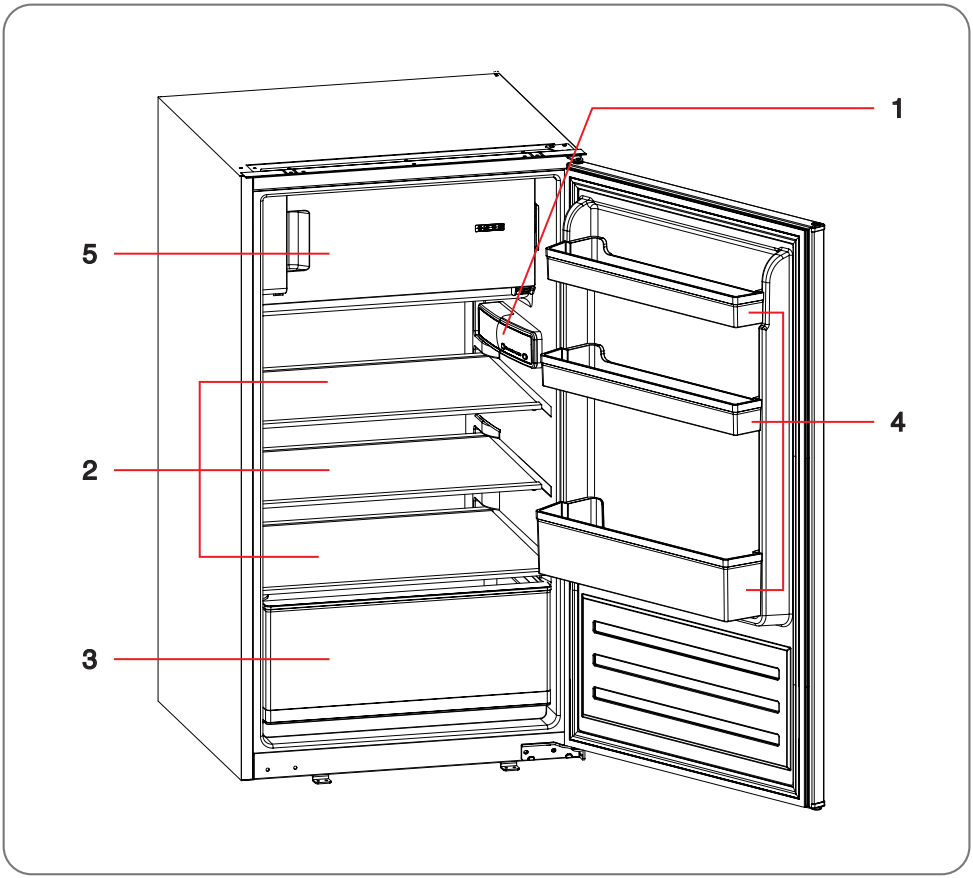

Fig. 4.1
- The temperature control panel is inside the appliance, at the centre (1, Fig.4.1).
- To turn on the appliance, press and hold the “Power” button (A) for 3 seconds; the indicator light will come on when the power is on.
- Press the “Adjust” button (B) to adjust the temperature inside the compartment; the number on the panel will begin to flash. After you release the button, the number will continue to flash; after 5 seconds, it will stop flashing, and the selected temperature will be automatically confirmed. Repeat the operation until you reach the desired level. The temperature adjustment ranges from “1” to “5” (C).